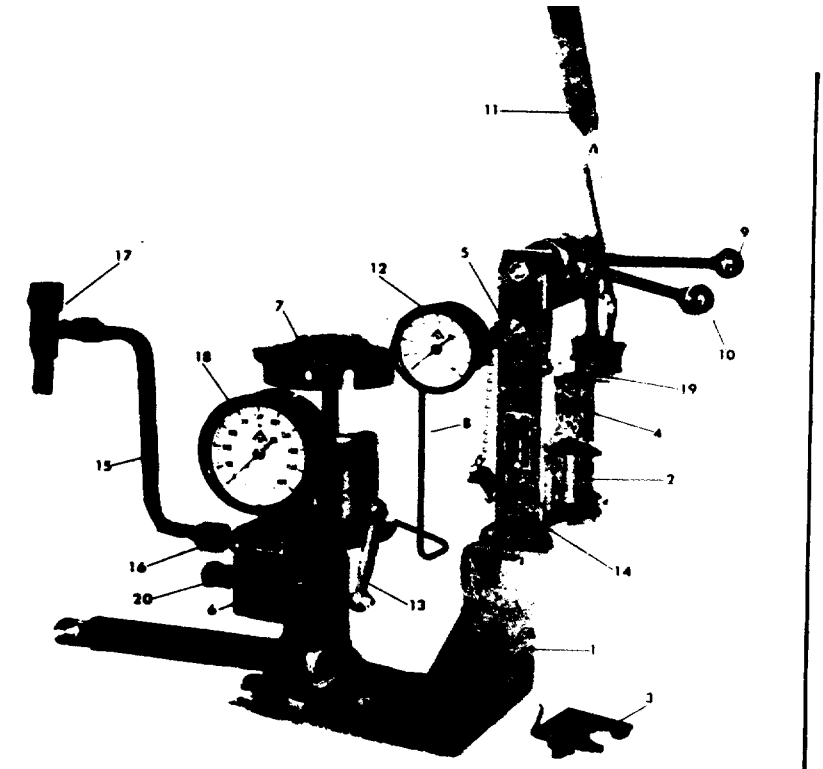

Fig. 5 Injector Test Set Code 65-1014
Hold Adapter N47 (17) in vise at hex and assemble check valve, valve cage, spring and seat, spring cage, needle valve and tip on lapped surface of Adapter. Place injector nut over spray tip and thread it to Adapter using 75-85 ft. lb. Of torque. Connect Adapter with injector parts to Connector Tube using Nut N4 as shown in Fig. 5. Operate Tester Handle until assembly is purged of air and needle valve has opened several times.
2. Establish valve holding time by operating Tester Handle to bring Gauge (18) pressure to 2000 psi and quickly close Valve (13). Time for pressure drop from 2000 psi to 1500 psi should not be less 4han 20 seconds with no drops of fuel collecting at spray tip.